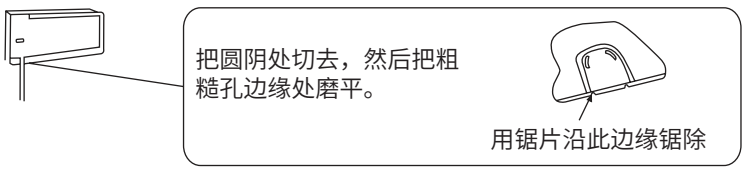

图11
①当墙洞在室内机后面时，直接管路一起穿出墙洞；
②若墙洞在室内机两侧或下方，应将如图11所示的面框上对应位置部位切除，然后将管路塞进去，然后穿出墙洞。